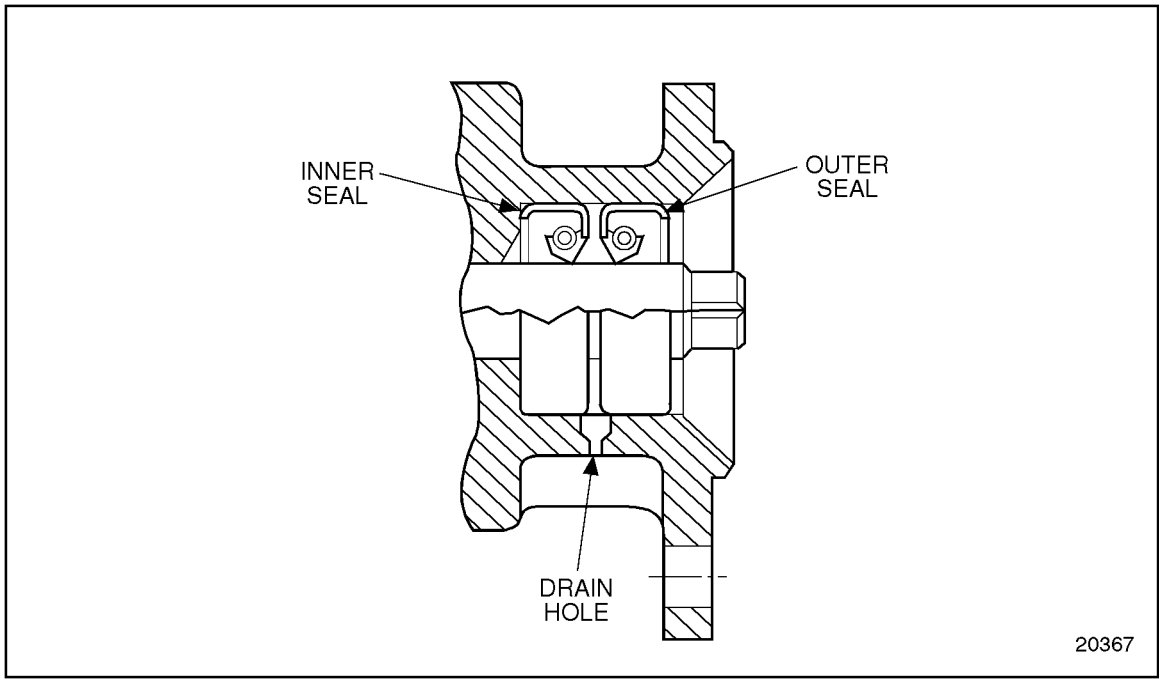

Figure 2-60 Fuel Pump Oil Seal Arrangement
Two oil seals are pressed into the bore in the flanged side of the pump body to retain the fuel oil in the pump and the lubricating oil in the fuel pump drive and gear case. The oil seal vent (4) (see Figure 2-59) serves as a vent passageway in the body, between the inner oil seal and the suction side of the pump, which prevents building up any fuel oil pressure around the shaft ahead of the inner seal. The oil seals are installed with the lips of the seals facing each other. See Figure 2-60.